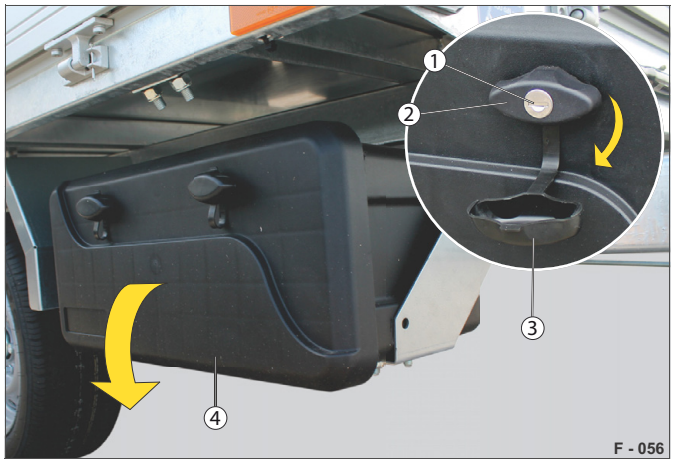

Abb. 81 Manipulace se skříňkou na nářadí
▶ Odklapněte kryt (Abb. 81/3) z válcové vložky zámku (Abb. 81/1).
▶ V případě potřeby uzavřete uzávěry (Abb. 81/2) pomocí klíče.
▶ Sklopte kryt (Abb. 81/4) dolů.
▶ Přiklopte kryty (Abb. 81/3).